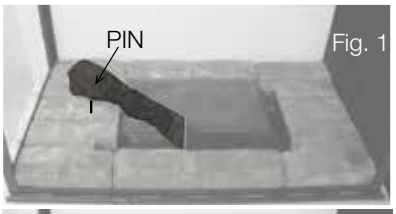

Fig. 1
2. Placez bûche #1 sur l'épingle aux coin du bruleur et l'épingle aux base de protection à la côté gauche. Placez une épingle au centre de la bûche #1**(Fig.1)**.